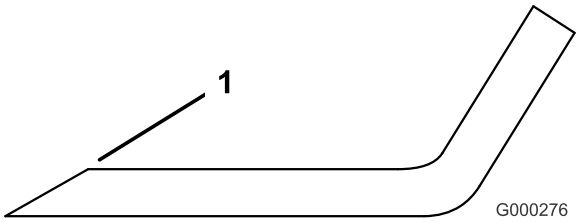

Figur 92
1. Slipa eggarna i båda ändarna av kniven med en fil (Figur 92).